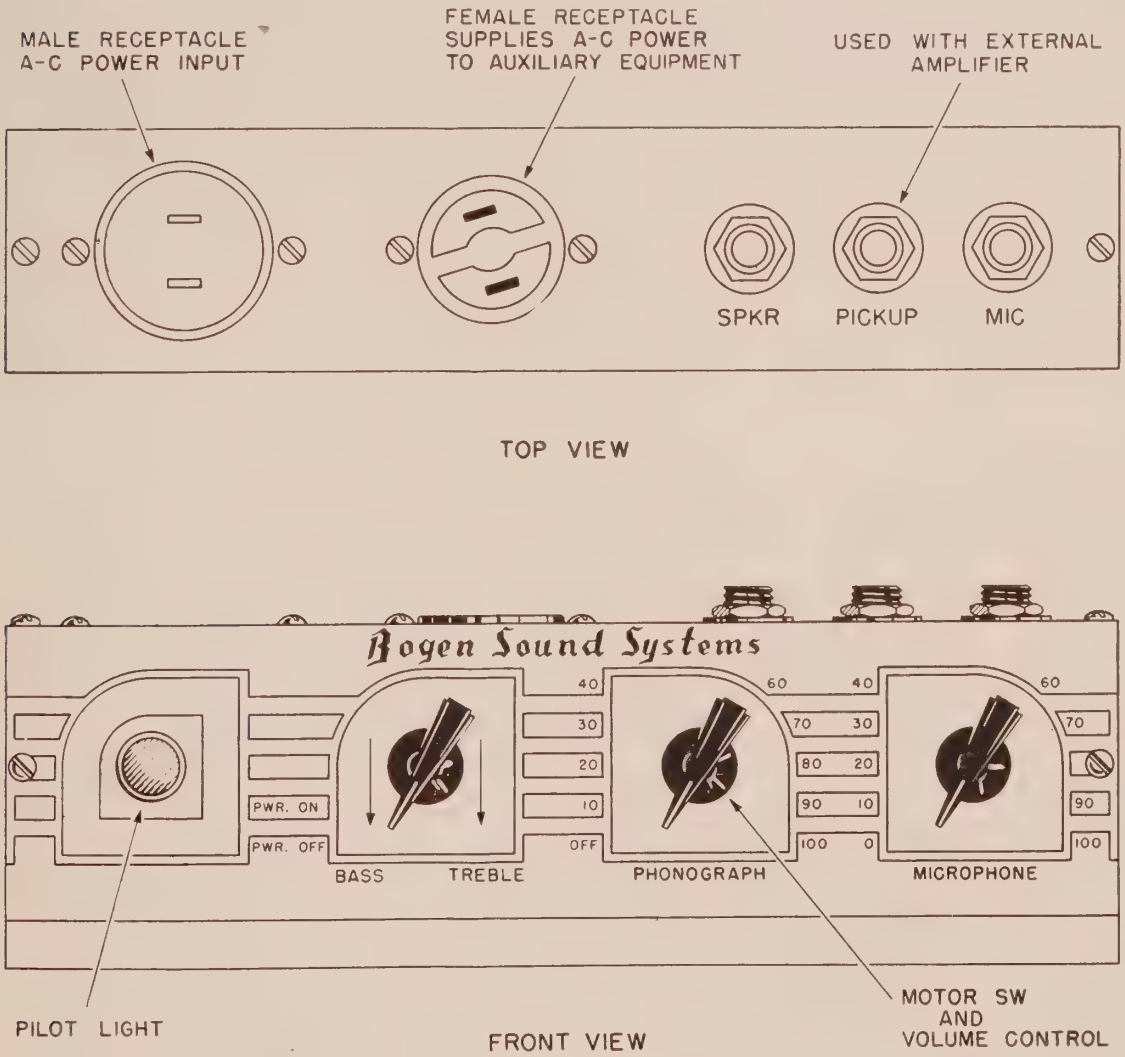

Figure 6. Top and front view of reproducer control panel.
The amplifier is provided with three controls for operation as a public address system or as a record player (fig. 6).
(1) Turn the left-hand control marked POWER ON-POWER OFF all the way to the right (fig. 6). This supplies power to the amplifier.
(2) Turn the center control marked PHONOGRAPH to the right to an approximate midway position on the dial (fig. 6).
(3) Allow 30 seconds for the amplifier to warm up, then rub the ball of thumb across the needle in the pick-up arm until a clicking sound is heard in the speaker.
(4) Determine the recording speed of the record to be used by examining the title plate of the record. There will be an indication on the title plate as to whether the recording speed was 33⅓ or 78 revolutions per minute.
(9) Adjust the PHONOGRAPH control until the proper volume is attained for the area to be covered (fig. 6).
(10) Move the POWER ON-POWER OFF-BASS-TREBLE control slowly to suppress surface noise on worn records or to reduce emphasis on high frequencies (fig. 6).
(1) Turn POWER ON-POWER OFF control all the way to the right (fig. 6).
(2) The PHONOGRAPH control should be returned to its OFF position (fig. 6).
(3) Adjust MICROPHONE control for the desired volume and speak into the microphone (fig. 6).
c. Superimposing Speech on Recorded Background. (1) To superimpose speech on recorded background follow procedure given in subparagraph *a* (1) through (10) above.
(2) Reduce volume by turning PHONOGRAPH control slightly to the left (fig. 6).
(3) Turn MICROPHONE control until the desired volume is obtained and speak into the microphone (fig. 6).